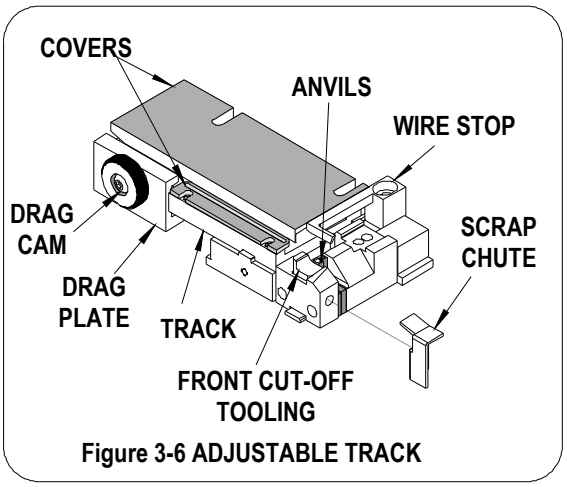

Figure 3-6 ADJUSTABLE TRACK
9. For track adjustment type terminator dies rotate the drag cam until the drag frame is fully raised. See Figure 3-6. This will allow the terminal to slide freely through the terminator die track.